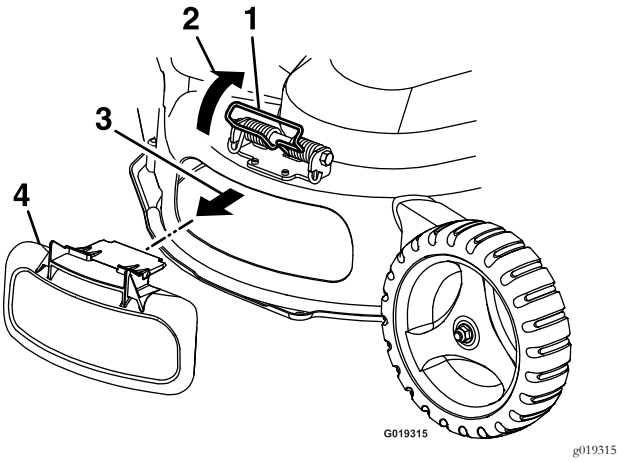

Figure 19
4. Lift and hold the side discharge spring in the "up" position and pull outward on the discharge door to remove (see Figure 19).
2. Lift and hold the side discharge spring in the "up" position and pull outward on the discharge deflector to remove it (reference Figure 19).